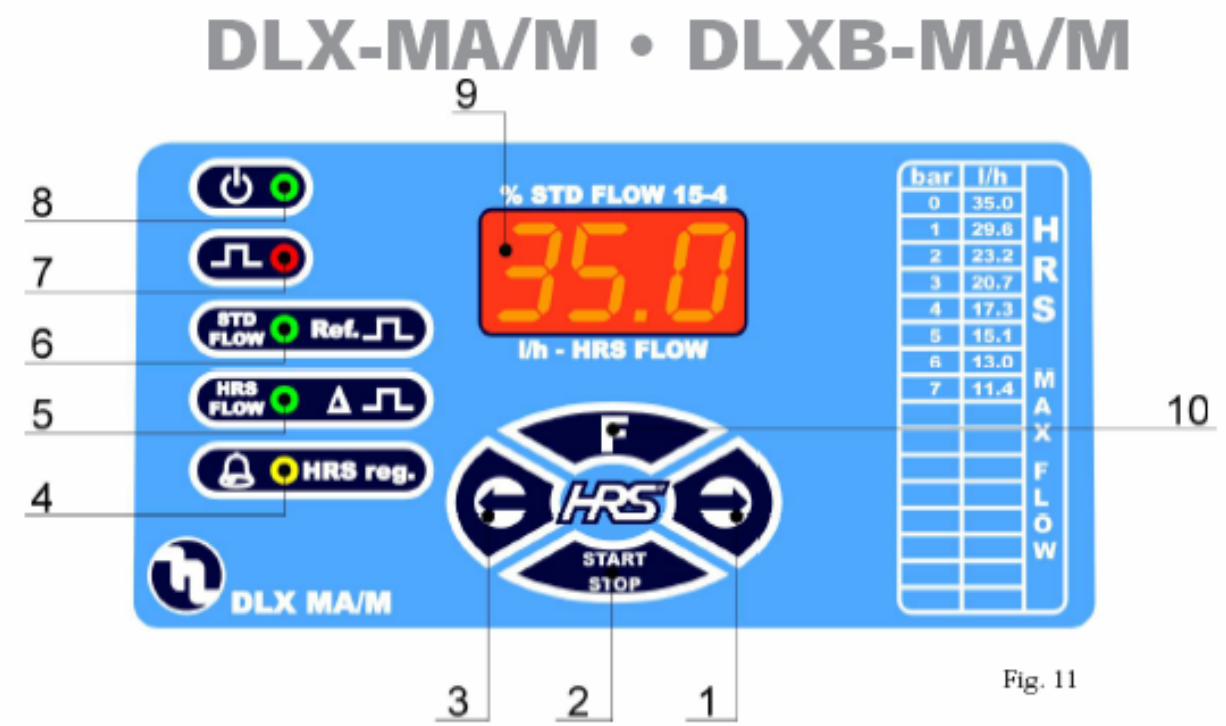

Fig. 11
6.1. Кнопки управления насосом (Рис. 11)